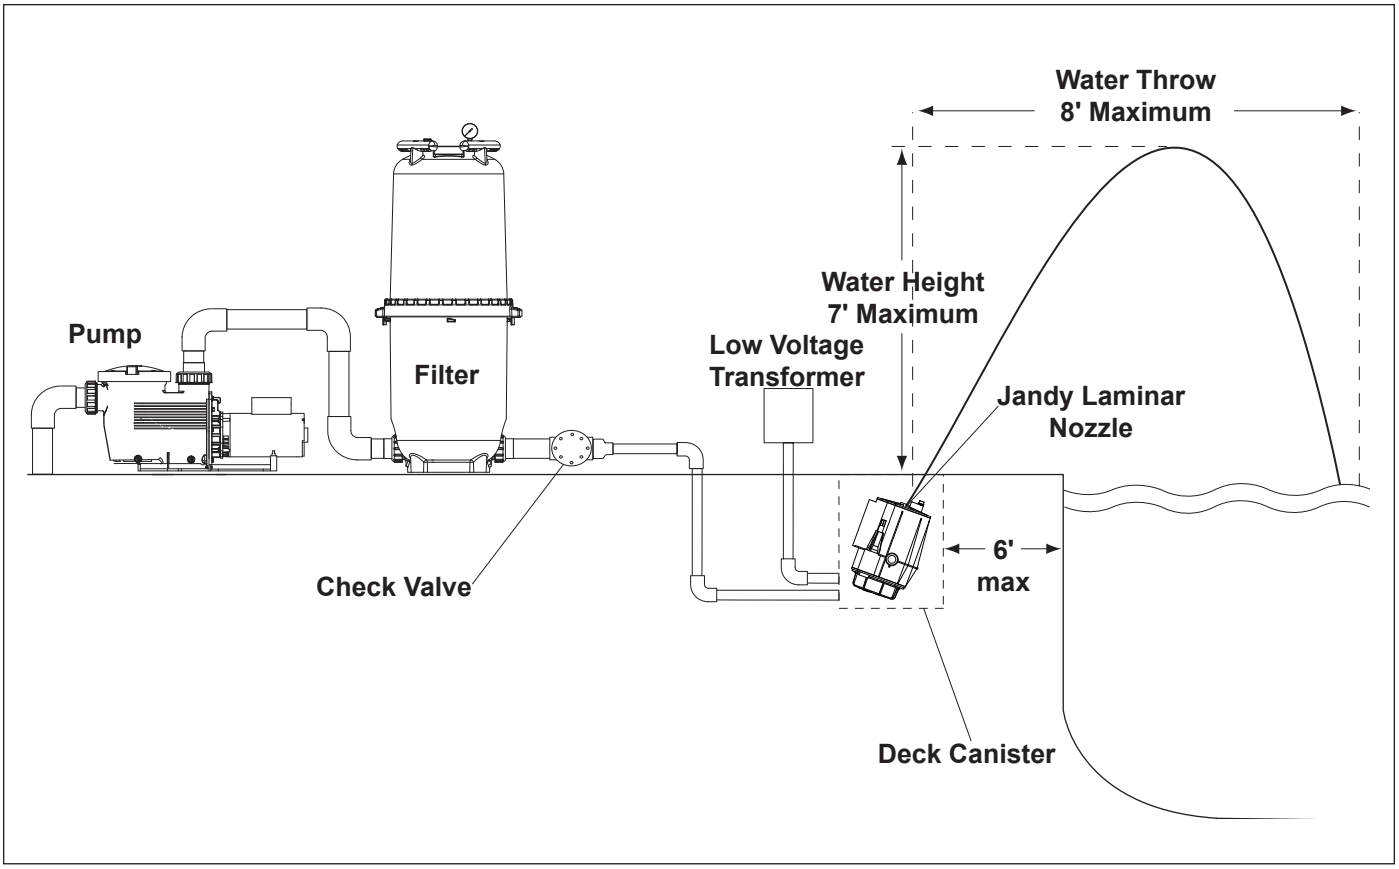
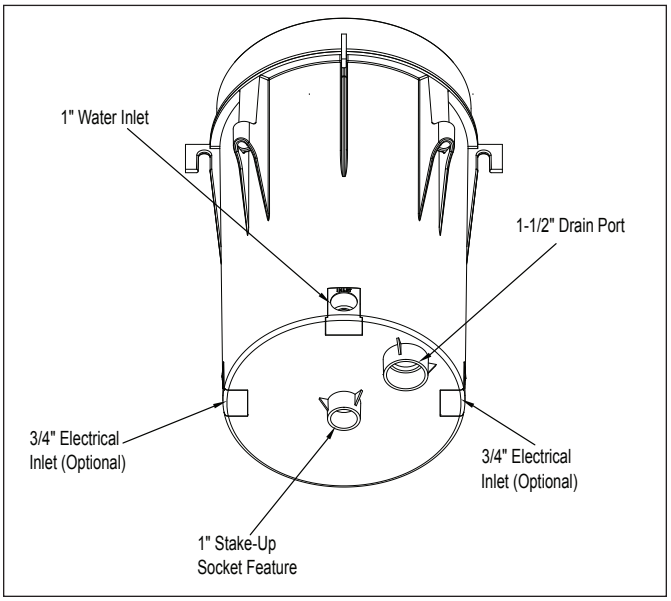

Figure 1. Basic Plumbing Diagram for Laminar Jet with Deck Canister
Figure 6. Deck Canister - Bottom View
Each laminar jet requires a 1½ to 2 inches PVC main feed line with 1 inch PVC entering the deck canister. A check valve is also required and should be placed as far from the deck canister as possible to minimize water turbulence. Refer to Figures 1 and 2, and Table 1.
4. Plumb the incoming filtered water supply to the 1 inch hub located on the side of the deck canister marked “Inlet” (see Figure 6). The filtered water supply must include a check valve (see Figures 1 and 2).
canister marked “Electrical” (see Figure 6). Refer to Section 5 for fiber optic installation.
5. Plumb the incoming, filtered water supply to the 1 inch hub located on the bottom of the deck canister marked “Inlet” (see Figure 6). The filtered water supply must include a check valve (see Figures 1 and 2).
NOTE The electrician must complete preparatory steps before the laminar jet with LED light is installed. See Figure 1.
1. Feed cord through conduit to low voltage transformer, leaving at least 4 feet of cord at the light fixture to coil into the deck canister. See Figure 1. The 4 feet of cord allows the light to be easily serviced.
3. Strip 6 inches of the outer cord jacket to expose the three (3) insulated wires. *Be careful not to damage the insulation on the three (3) inner wires*.
4. Install strain relief over cord jacket and connect all three (3) wires to the corresponding circuit wires in the low voltage transformer. Install the low voltage transformer cover.